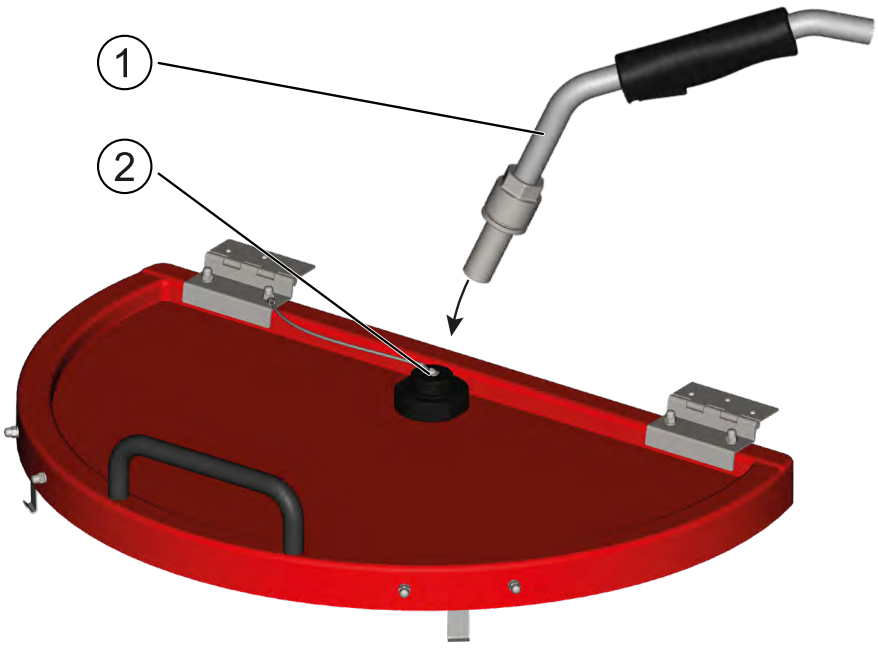

Afbeelding 23: Het doseerpistool in de reinigingsnozzle steken
1. Verwijder de stop voor de reinigingsnozzle ② uit het deksel.
2. Steek het doseerpistool ① in de opening van de reinigingsnozzle (zie „Afbeelding 23: Het doseerpistool in de reinigingsnozzle steken“ op pagina 47.)